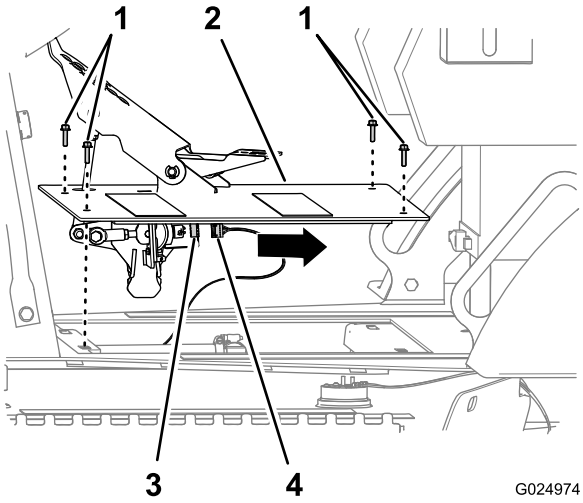

Figura 109
1. Remova os 4 parafusos com cabeça hexagonal que fixam aquele conjunto de pedal de tração ao chassi da máquina (Figura 109).
2. Solte o conector do soquete 6 do chicote da máquina do conector de 6 pinos do sensor do pedal de tração (Figura 109).
3. Remova o conjunto de pedal de tração da máquina (Figura 109).
1. Conecte o conector do soquete 6 do chicote da máquina ao conector de 6 pinos do sensor do pedal de tração (Figura 109).
2. Alinhe os orifícios na placa do conjunto de pedal de tração com os orifícios no chassi da máquina (Figura 109).
3. Prenda o conjunto de pedal de tração ao chassi da máquina com os 4 parafusos de cabeça hexagonal (6 x 25 mm); consulte o tópico Figura 109.